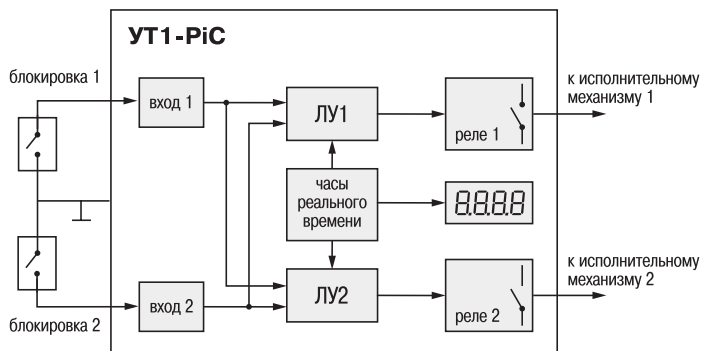

Рис. 1
3.1. Функциональная схема прибора приведена на рис. 1.